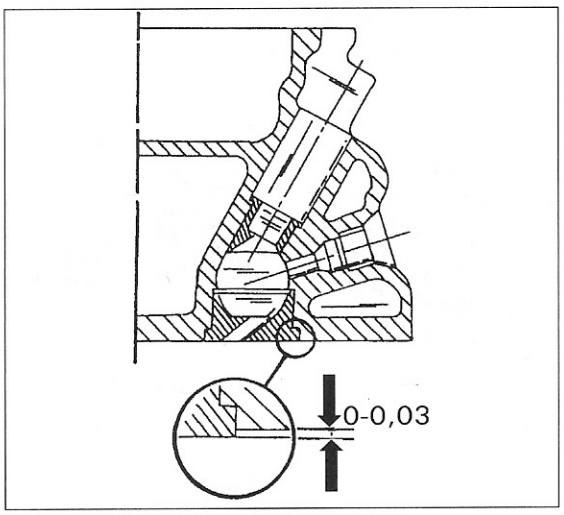

Bild 79
- Die gleiche Messung an den Vorkammereinsätzen des Zylinderkopfes durchführen (Motoren mit indirekter Einspritzung). Dazu den Taststift auf das Ende der Vorkammer aufsetzen. Der Vorkammereinsatz muss zwischen 0,01 und 0,04 mm herausstehen (siehe Bild 79). Falls dies nicht der Fall ist, lässt man die Vorkammern erneuern.